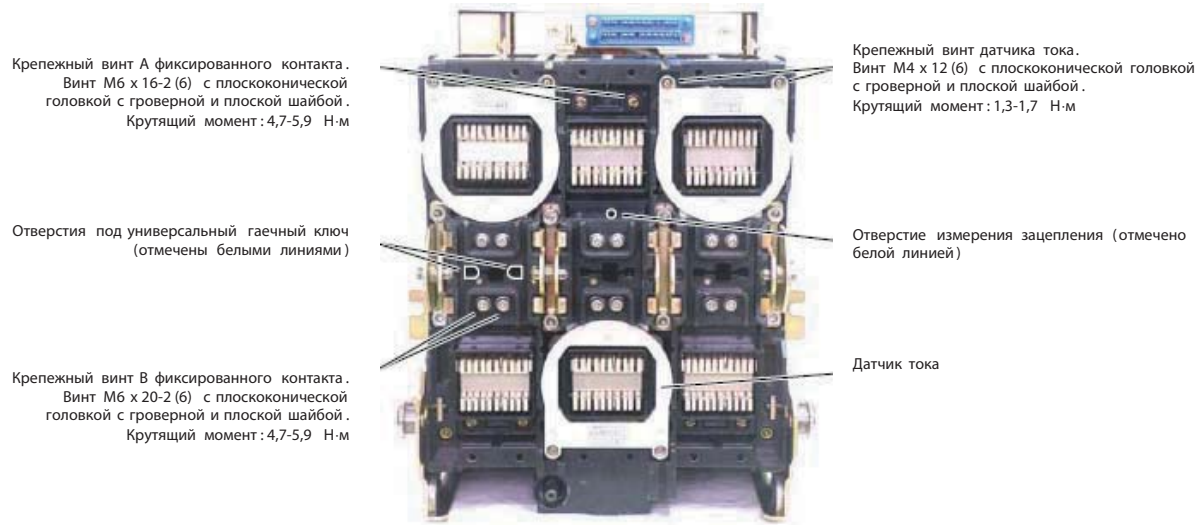

Рис. 46. Фиксированный контакт
Не отсоединяйте соединительные разъемы проводов цепи управления от датчика тока и питающего трансформатора тока. Поместите извлеченный датчик тока и трансформатор тока на отключающий механизм или на пол, при этом не допускайте повреждения проводов цепи управления. См. рис. 46.
3) Вставьте универсальный гаечный ключ диаметром 5 в соотвествующие отверстия под универсальный гаечный ключ, показанные на рис. 46. Чтобы ослабить крепежные винты подвижного контакта поверните их на 2 или 3 поворота, а затем поднимите и извлеките верхнюю развязку, показанную на 49.